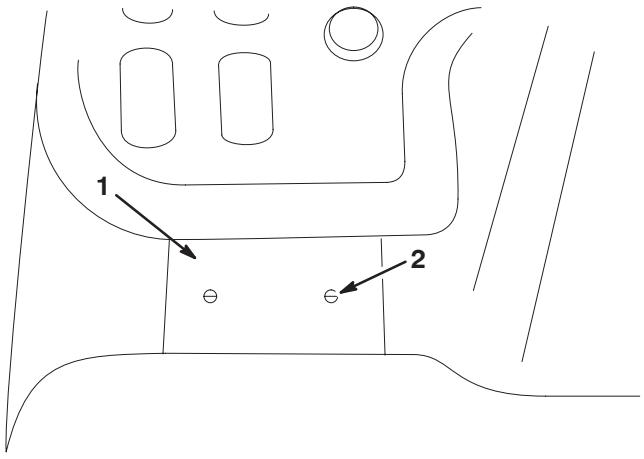

Figure 5
12. Using the brake controller as a template, locate, mark and drill two holes, 3/16 inch diameter, in the center of the flat part of the dash to the left side of steering wheel as shown in figure 5.